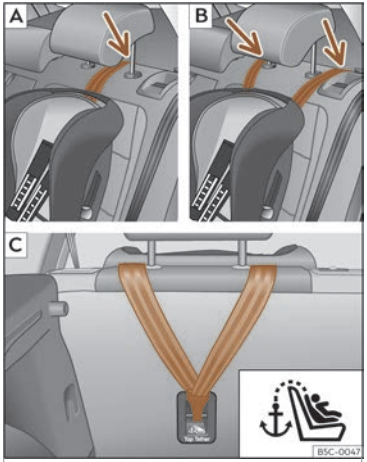
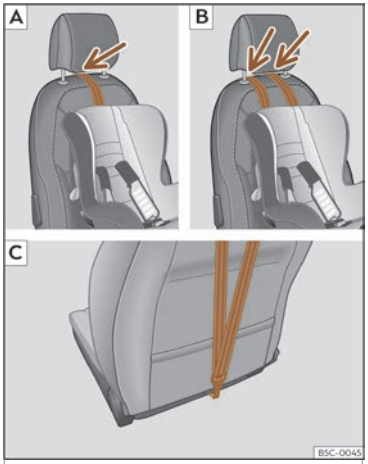

Fig. 29 Asentos traseiros:axuste e montaxe en función do cinto Top Tether.
Fig. 30 Asento do acompañante:axuste e montaxe en función do cinto Top Tether.
- Coloque a correa debaixo do repousacabezas (segundo as instrucións da propia cadeira, levante ou retire o repousacabezas se é necesario)››› **fig. 29** A/B,››› **fig. 30** A/B.
- Deslice a correa e fíxea correctamente coa áncora da parte traseira do respaldo ››› **fig. 29** C,››› **fig. 30** C.